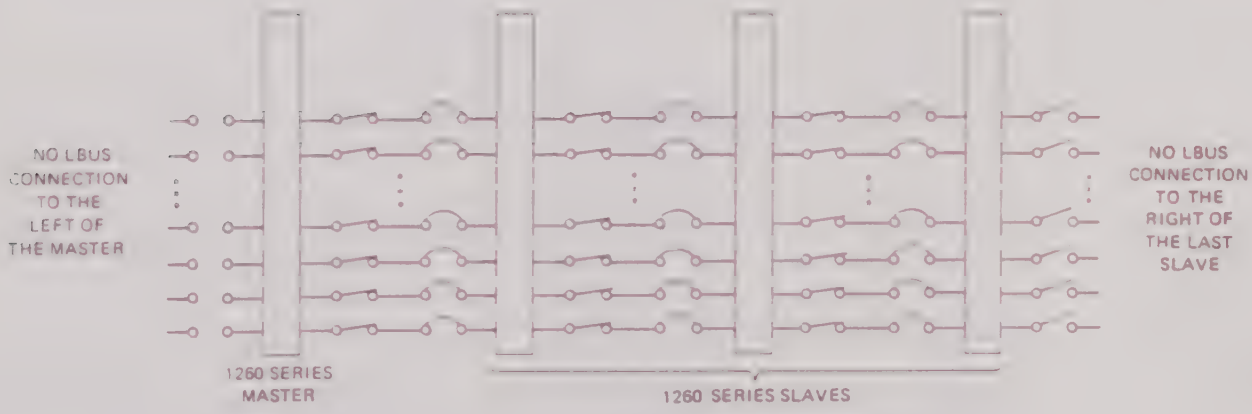

Figure 2-5, 1260 Series Master and Slave LBUS Interconnections
2.7.1 All modules slaved to a master must be daisychained together along the VXI Local bus to allow communication between the Master and its Slaves. The modules must also be isolated from the rest of the VXI modules on the local bus. The daisychaining of the Master and Slaves is implemented by the LBus Jumper PCBA (Racal-Dana P/N 405951) fitted to connector J4 on the modules and closing the S2 and S3 switches fitted to the underside of the module. The jumper board connects the local bus to the module from the left, and the switches connect the module to the local bus on the right of the module. The module fitted to the rightmost slot used must have all switches open to isolate the 1260 group from the rest of the VXI modules using the local bus. Note the 1260-40 has jumpers in positions E126 - E136 instead of DIP switches. Refer to Figure 2-5 which shows the LBus daisychaining required by a 1260 Master and Slaves.